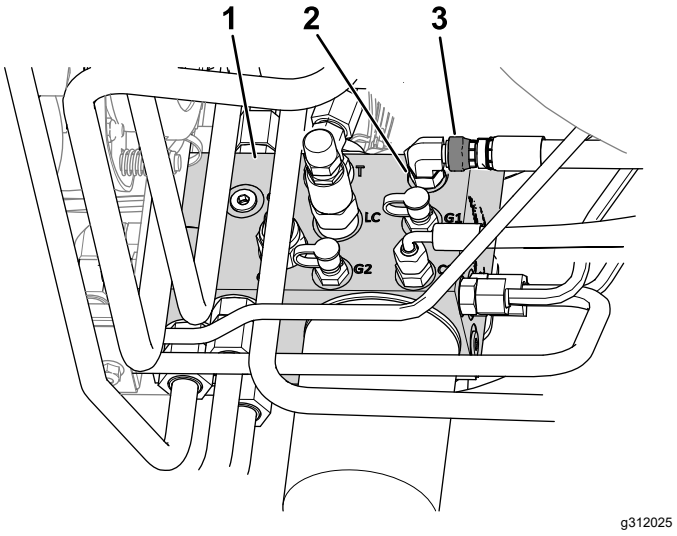

Figura 9
B. Afloje la tuerca giratoria de la manguera conectada al orificio C1 del distribuidor hidráulico (Figura 9).
E. Apriete la tuerca giratoria de la manguera del orificio C1 (Figura 9) a 41 N·m.